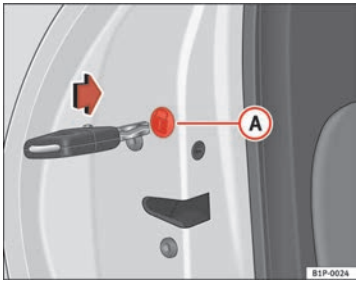

Fig. 60 Locking the doors manually
Open the door and remove the cap (A) ⇒ fig. 60 printed with a lock image. This will expose a circular element with a groove in the centre. Insert the key into the groove and rotate the element clockwise for the right hand side doors and anticlockwise for the left hand side doors.